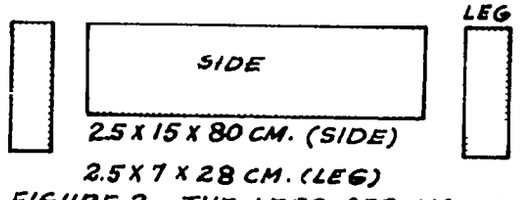

FIGURE 2. THE LEGS ARE NAILED TO THE SIDES.
1. Nail legs to side (see Figure 2).